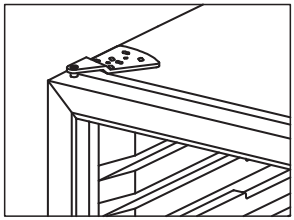

Abb. 5.4
- Setze die Tür auf das untere Scharnier und montiere das obere Scharnier auf der linken Seite. Abb. 5.4